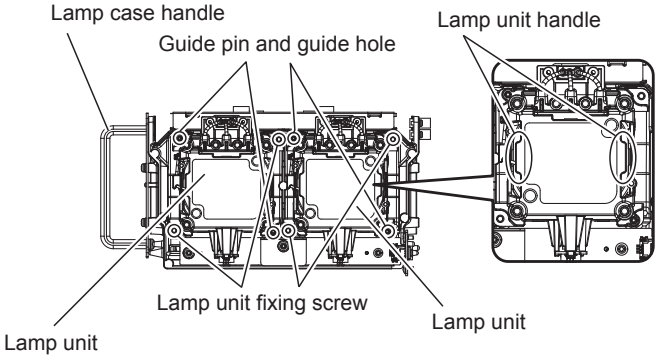
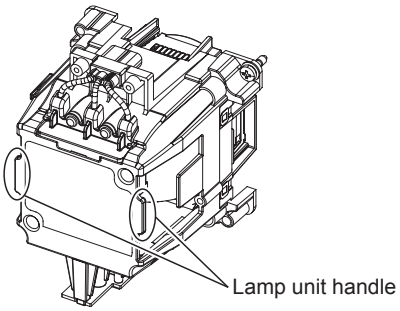

Fig. 4
Fig. 5
4) Remove the lamp unit. (Fig. 4, Fig. 5)